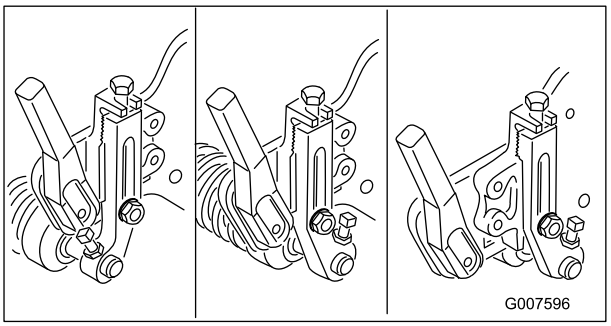

**Figura 54**
**Nota:** O rolo da frente pode ser colocado em três posições diferentes (Figura 54), dependendo da aplicação e necessidades do utilizador.